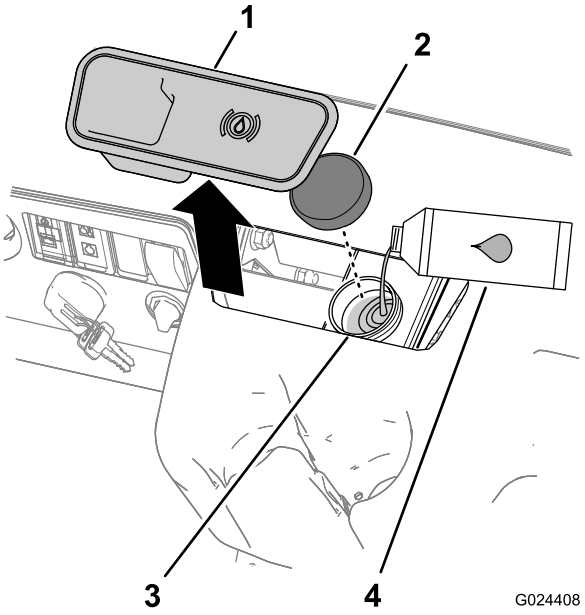

Figur 17
2. Fjern gummiproppen midt på og øverst på instrumentbrættet for at få adgang til hovedbremsecylinderen og beholderen (Figur 17).
A. Rengør området omkring beholderdækslet, og tag dækslet af (Figur 17).
C. Sæt beholderens dæksel på (Figur 17).